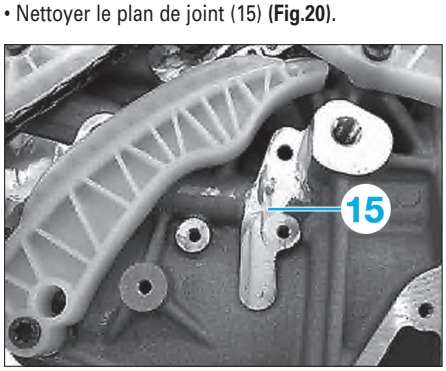

Fig. 20
• Nettoyer le plan de joint (15) **(Fig.20)**.